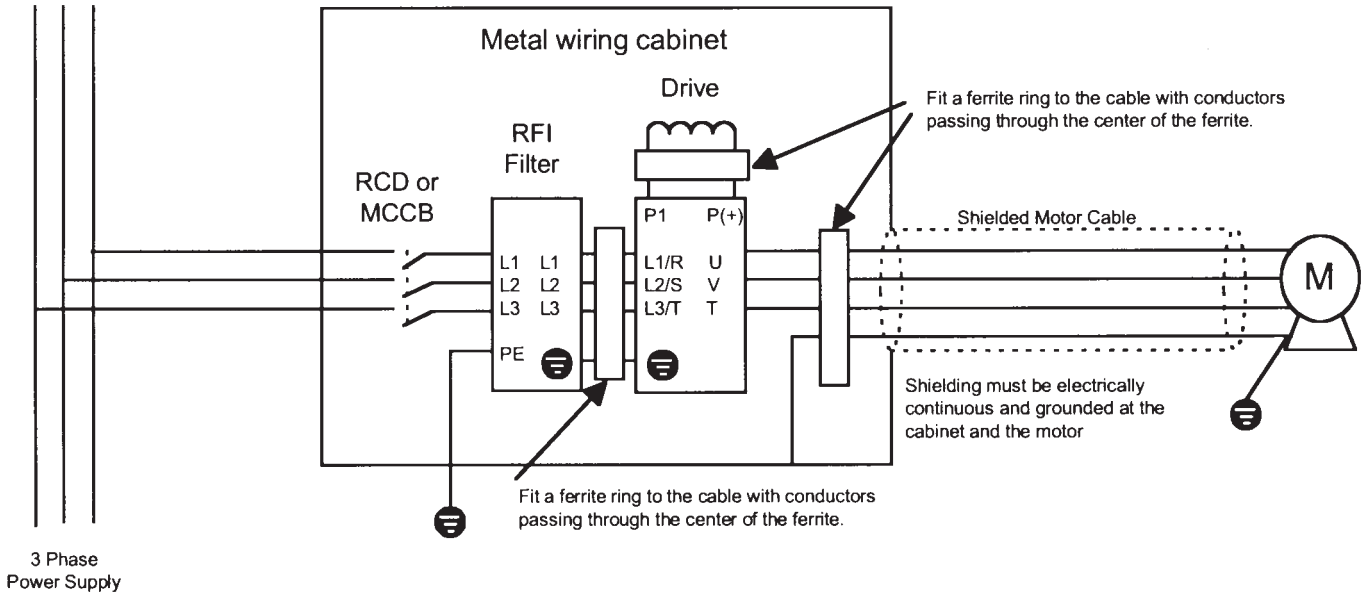

Figure 7 GP10 460V 400 Hp and higher
6) In the case where a ferrite ring is provided with the filter, fit the ferrite ring so the conductors pass through the center of the ferrite. Wire the cable according to Fig.6 or Fig.7 , paying attention to the applied Drive type.